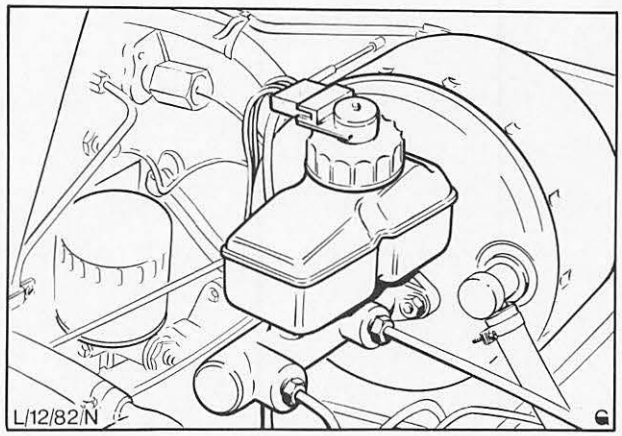

Abb. 18 Vorratsbehälter – Bremsflüssigkeit
1. Motorhaube öffnen, Kotflügelschoner auflegen und Batterie abklemmen. Verschlußdeckel vom Ausgleichbehälter abschrauben und Behälter auffüllen, Abb. 18. Beachten, daß beide Kammern mit vorgeschriebener Bremsflüssigkeit (siehe Technische Daten) gefüllt sind.